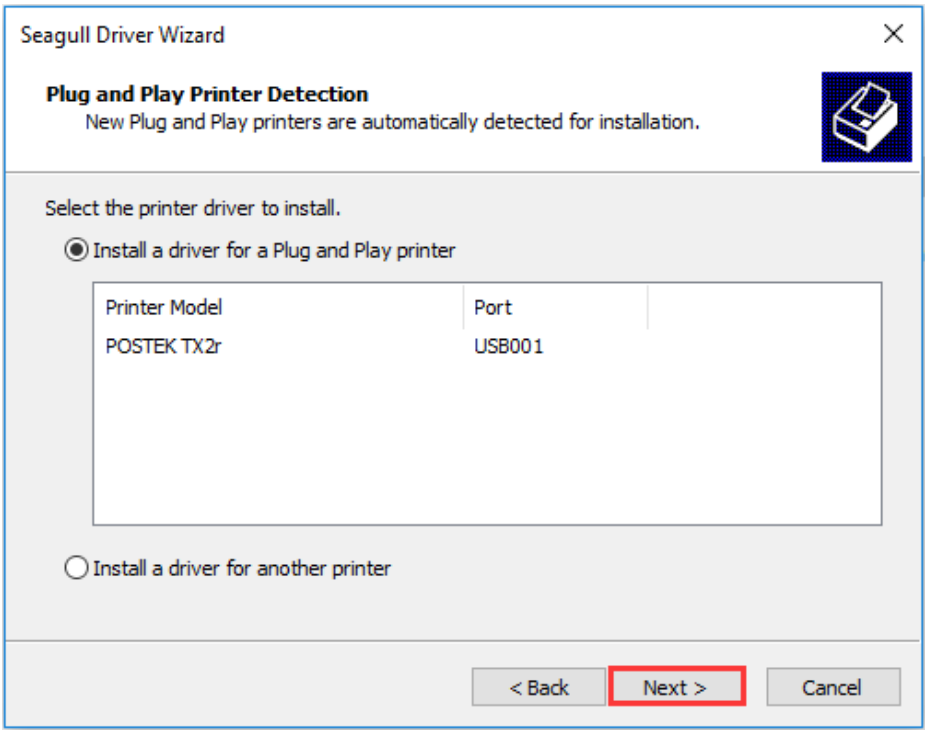

Figure 2-27 Printer Detected
7. The connected printer will be detected (POSTEK TX2r for example), click "Next", as shown in Figure 2-27.